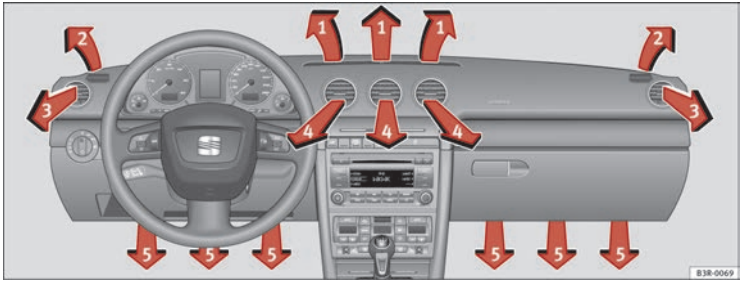

Fig. 143 Dash panel: Location of air outlets
The air outlets ⇒ fig. 143 ③ and ④ can be operated as follows:
Each of the three buttons has a specific function. The numbers relate to the air outlets ⇒ fig. 143. ▶
After the ignition is switched off, the blower is supplied with electrical power from the sunroof. Please ensure that outlets 3 and 4 are open ⇒ fig. 143 to ensure the best possible ventilation.